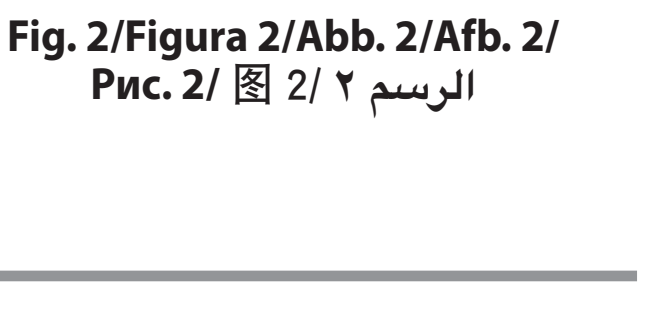

Fig. 2/Figura 2/Abb. 2/Afb. 2/ Рис. 2/ 图 2/ الرسم ٢
■ **Hutablage (Abb. 2)**
■ **Hoedeplank (Afb. 2)**
■ **Dietro i sedili posteriori (Fig. 2)**
■ **Задняя полка (Рис. 2)**
■ **Задня полиця (Рис. 2)**
■ **后方甲板（图 2）**